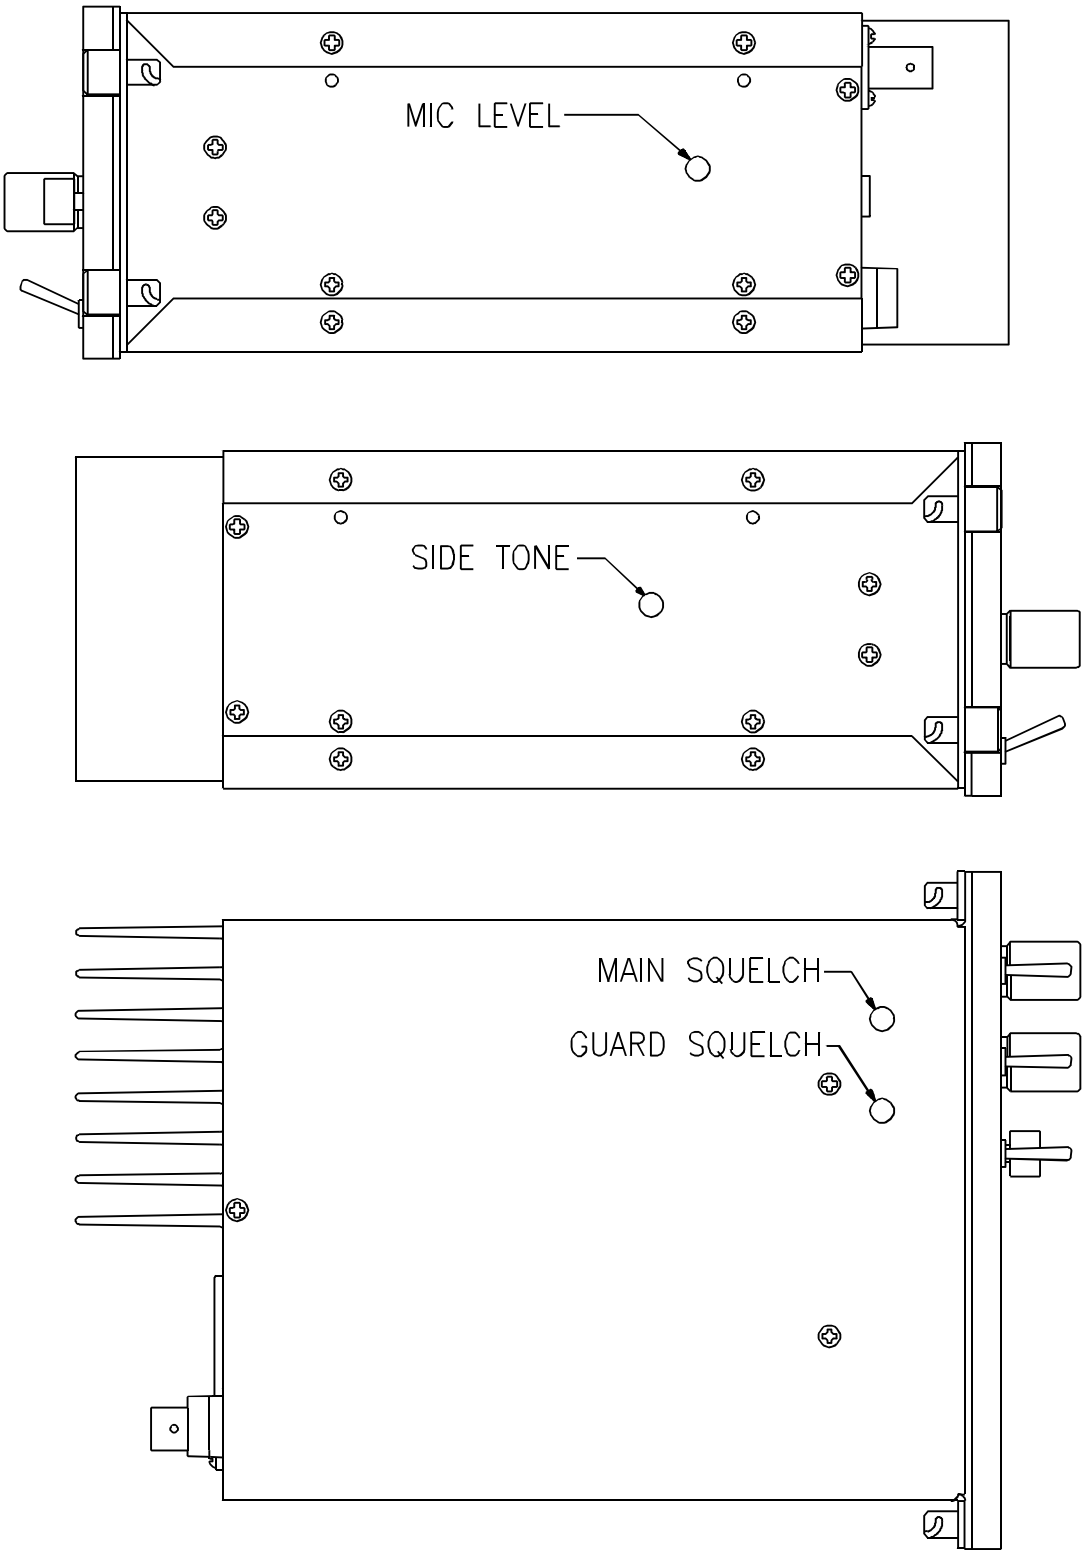

FIGURE 3-4 Microphone and Sidetone Level, Main and Guard Squelch Adjustment Access Holes
3. Adjust the microphone level potentiometer (R8 on MCU module) through the access hole located on the right side of the chassis (see Figure 3-4) to produce a 3.5 kHz deviation.
3. Adjust the sidetone level potentiometer (R37 on MCU module) through the access hole located on the left side of the chassis (see Figure 3-4) to produce a +3.0 dBm (1.0 VRMS) 600 ohm audio output.
located on the bottom of the transceiver chassis (see Figure 3-4).
4. Repeat the above procedure to adjust the guard receiver squelch setting using guard receiver squelch adjustment potentiometer, R4 (see Figure 3-4).